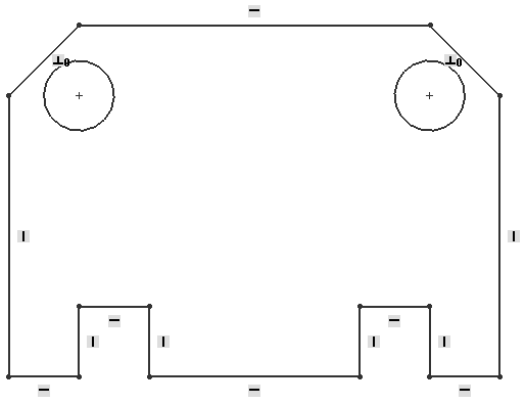

Figure 2-71 *Sketch after drawing the two inner circles*
7. Similarly, draw the circle on the left using the inferencing lines generating from the endpoints of the left inclined line. The sketch after drawing the two circles inside the outer loop is shown in Figure 2-71.